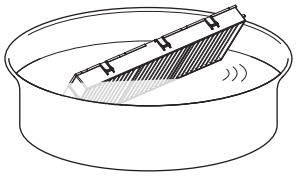

Fig. 1
1) Lave la unidad de filtro de aire. (Fig. 1)